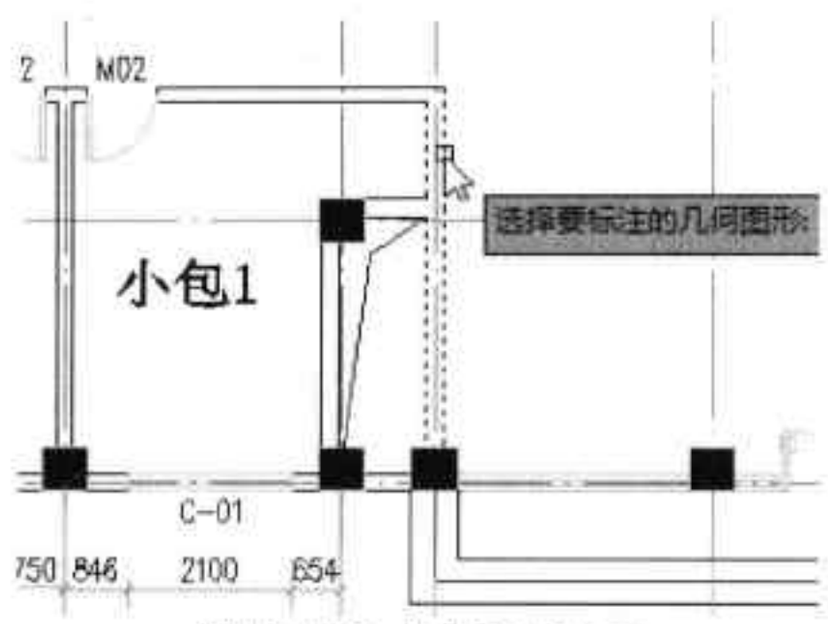

图17-118 选择墙体图形
Step21 执行“尺寸标注 > 快速标注”命令，在图纸中，选择要标注的墙体图形，如图 17-118 所示。